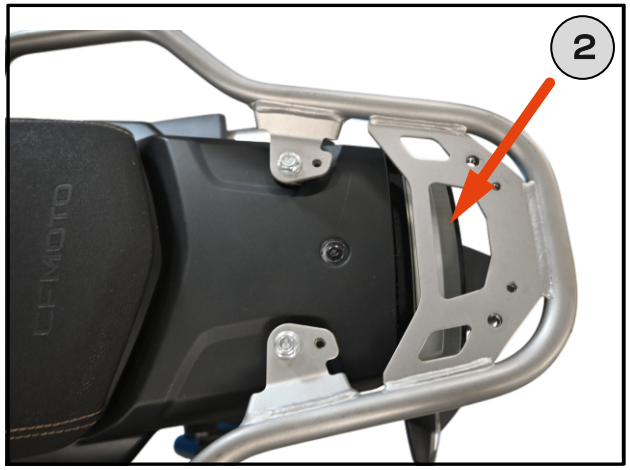

Fig. 3
2. Unscrew and remove the rear grab handle. **[Fig. 3]**